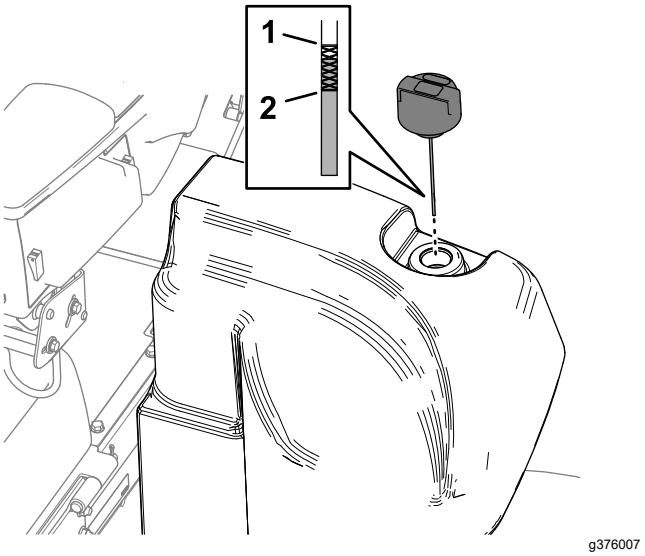

Figur 147
2. Rengør området omkring påfyldningsstudsen og hydrauliktankens hætte (Figur 147).